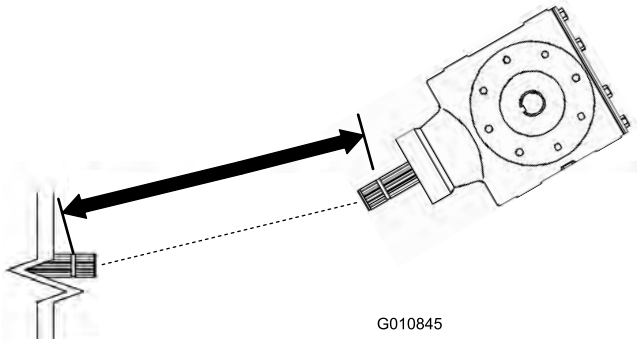
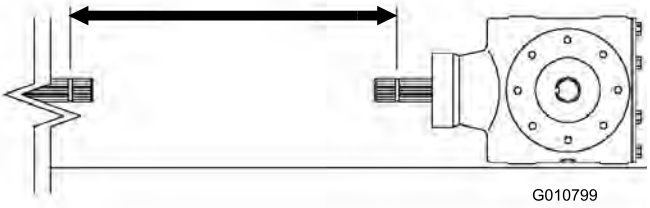
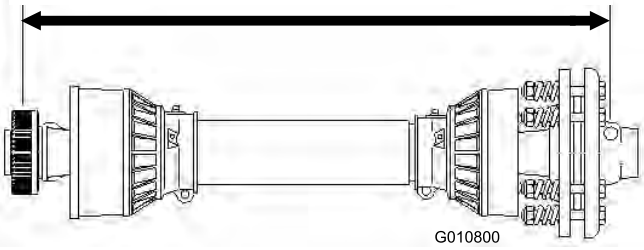

Figuur 10
Figuur 12
Figuur 13
3. Meet de afstand van de streep op het uiteinde van de aftakas van de tractor tot aan de streep op de aftakas van de versnellingsbak van de beluchter (Figuur 10). Noteer deze afstand. Voorbeeld: 67 cm
5. Meet de afstand van de streep op het uiteinde van de aftakas van de tractor tot aan de streep op de aftakas van de versnellingsbak van de beluchter (Figuur 12). Noteer deze afstand. Voorbeeld: 70 cm
6. Meet op de aftakas de afstand vanaf het midden van de vergrendelkogel aan het ene uiteinde tot het midden van de vergrendelknop aan het andere uiteinde (Figuur 13). Noteer deze afstand. Voorbeeld: 81 cm
7. Gebruik de kleinste meting van Figuur 12 en Figuur 10, trek deze afstand af van de afstand in Figuur 13. Voorbeeld: 81 cm min 67 cm is 14 cm.